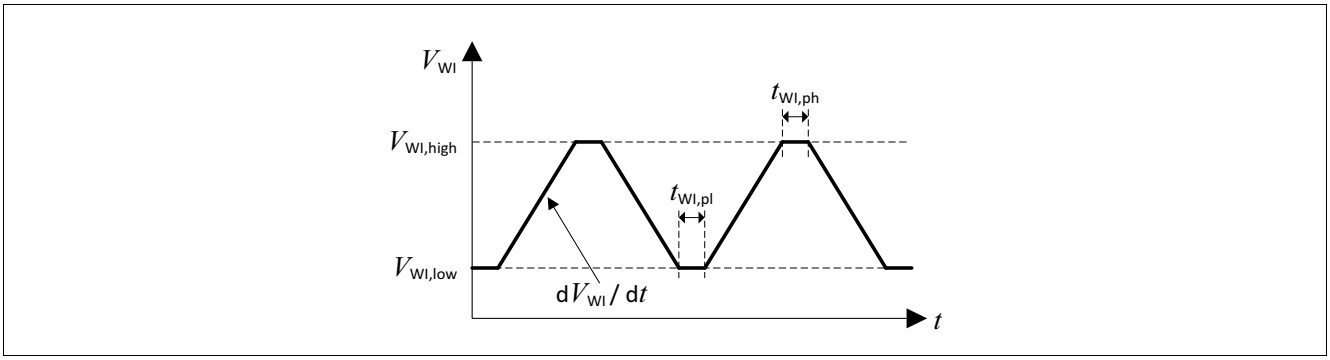

Figure 9 Test pulses watchdog input WI
The watchdog is triggered by a falling edge at the watchdog input pin "WI". The amplitude and slope of this signal has to comply with the specification (**Watchdog input WI**). For details regarding test pulses, see **Figure 9**.
1) For details on applied test pulse, see **Figure 9**.